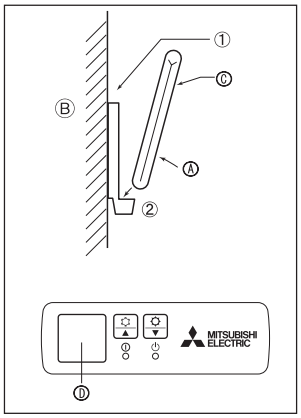

Fig. 6-5
2) Método de instalación (Fig. 6-5)
① Fije el soporte del mando a distancia en el lugar deseado atornillándolo con tacos.
② Inserte la parte inferior del mando en el soporte.